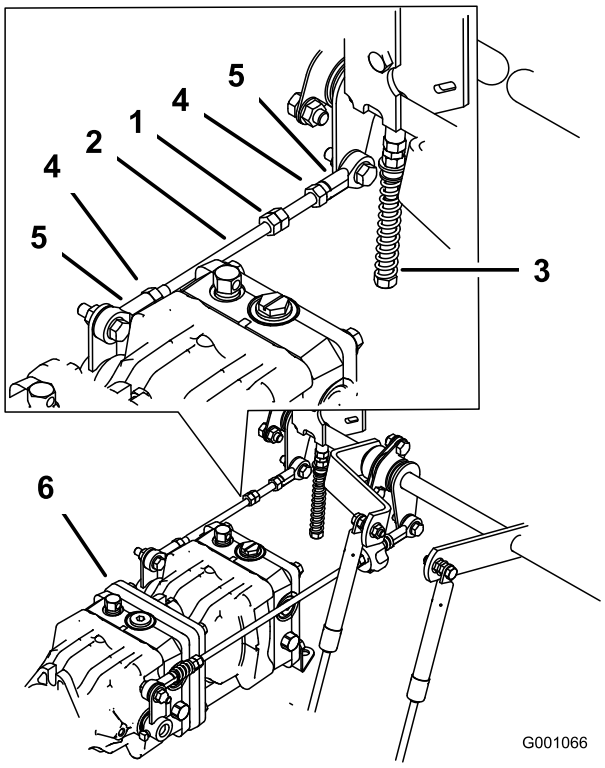

Figuur 74
1. Draai de borgmoeren op de kogelverbinding op de bedieningsstang van de pomp los (Figuur 74).
3. U stelt de lengte van de pompstang af door de dubbele moeren op de stang in de juiste richting te draaien, totdat de het wiel stil staat of iets achteruit kruipt (Figuur 74).
6. Draai de borgmoeren op de kogelverbindingen vast (Figuur 74).